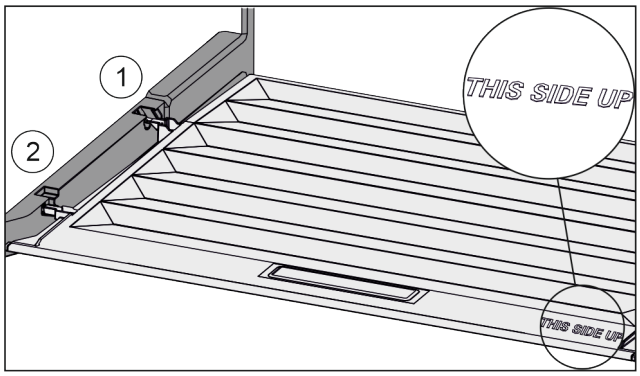

Fig. 35
▶ Вставити поперечні ребра через отвір заднього тримача *Fig. 35 (1)* і зафіксувати спереду у тримачі *Fig. 35 (2)*.